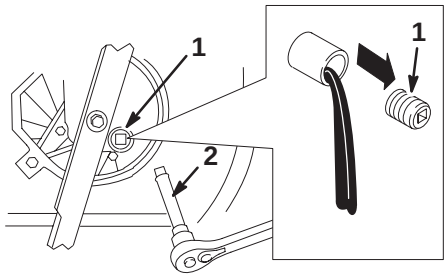

Bild 24
5. Entfernen Sie die Ölverschlussschraube und stellen den Rasenmäher wieder in seine Betriebsstellung. Lassen Sie dann das Öl in das Gefäß ablaufen (Bild 24).